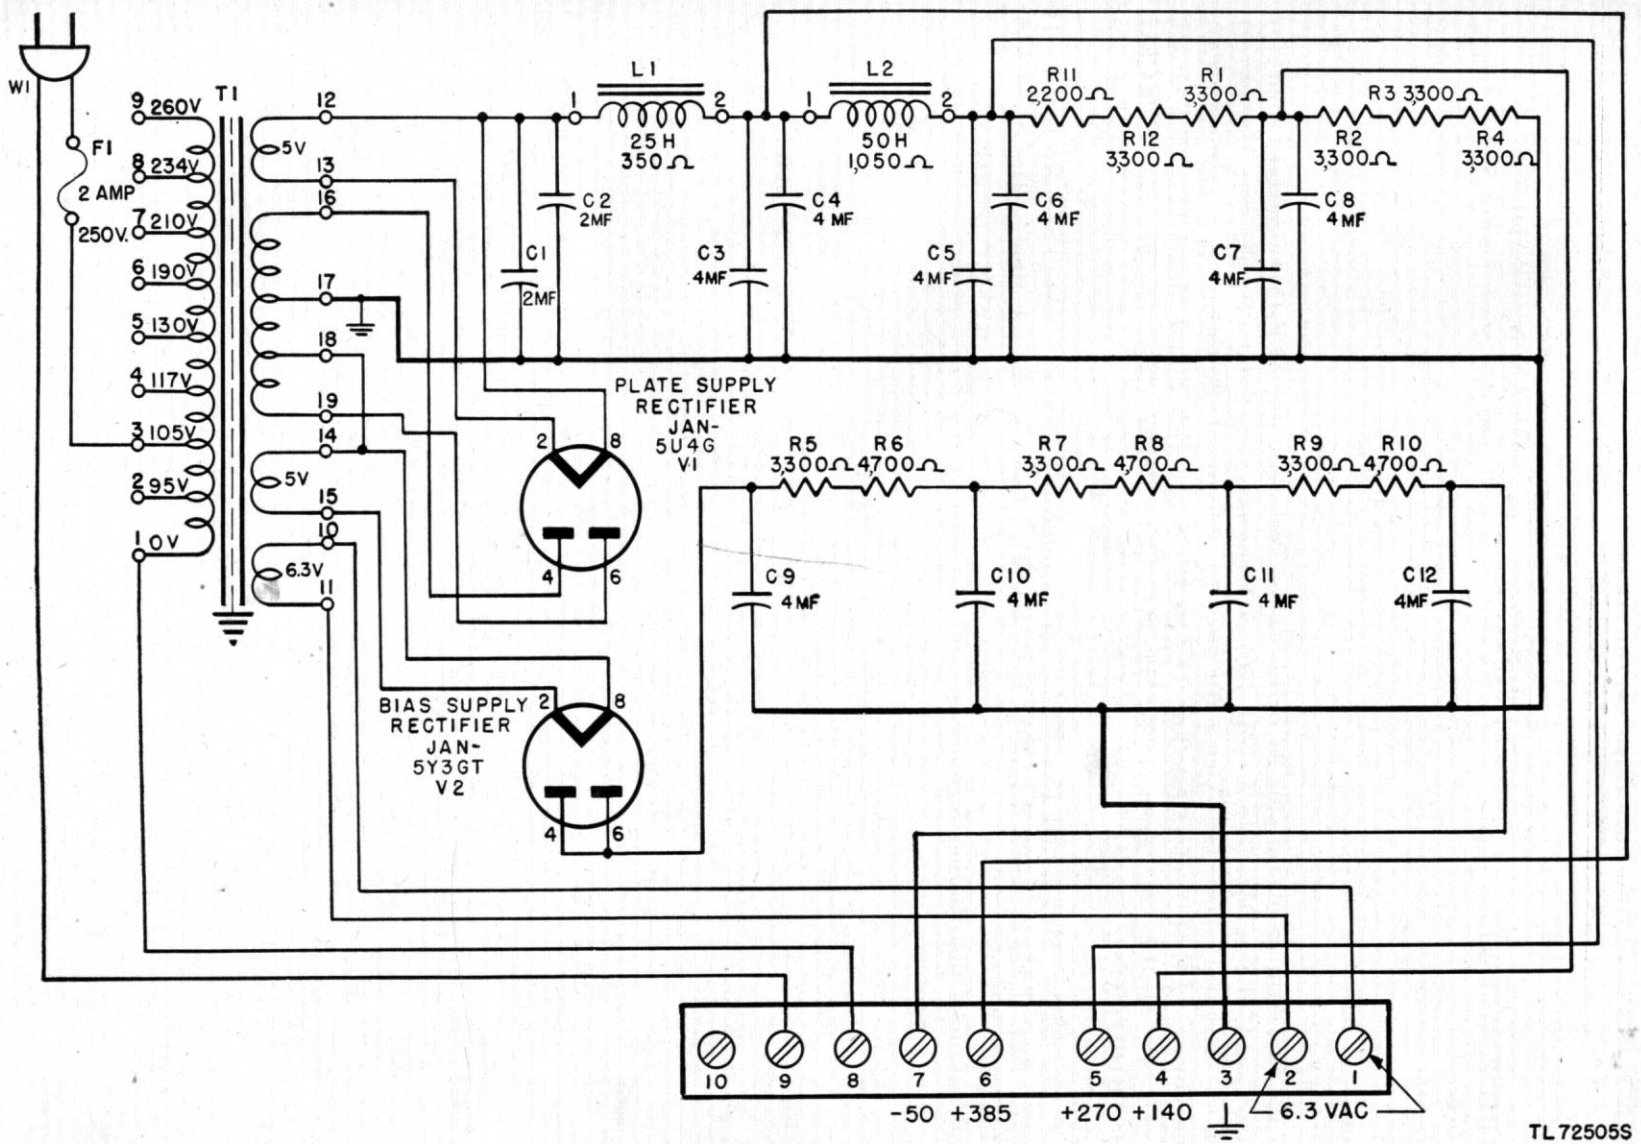

Figure 50.1 (Added.) *Power Supply Unit RA-74-D, schematic diagram.*
Power **Supply** Units RA–74–**B**, –**C**, RA–84–(*), and RA–94–A are electrically alike except for variations in power transformers T1, T2, and T3 (figs. 50, 51, and 52). The output of * * * input requirements vary. **Power Supply Unit RA–74–D is electrically similar to Power Supply Units RA–74–B and RA–74–C except for the following: types of tubes used, d–c resistance of L2, number and values of resistors, value of plate supply filter input capacitor, values of bias filter capacitors, reference symbols, and transformer wiring connections (fig. 50.1). Also, the physical location of the resistors and capacitors in Power Supply Unit RA–74–D with serial numbers 1 through 390, Order No. 12618–Phila–47, is not the same as their location in Power Supply Unit RA–74–D with serial numbers 391 through 791, Order No. 6036–Phila.–48.**
a. Power transformer T1 (fig. 50.1) is connected to the power source by line cord W1 and is fused by 2-ampere, 250-volt fuse F1. Terminals 8 and 9 of terminal strip E1 are connected when the receiver ON-OFF switch is closed, thus completing the primary circuit of the transformer. The average power consumed is 180 watts.